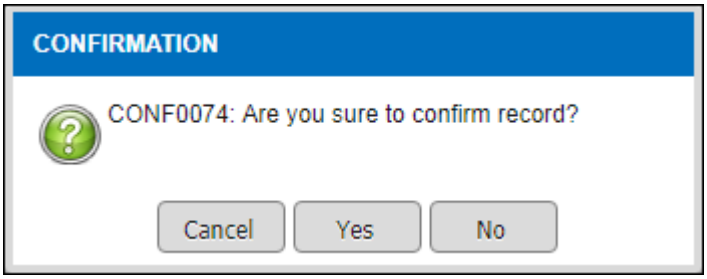

Figure 3.1-22 Save Record Alert Message
- *Alert message will be displayed as per Figure 3.1-22, click on the* Yes *button.*